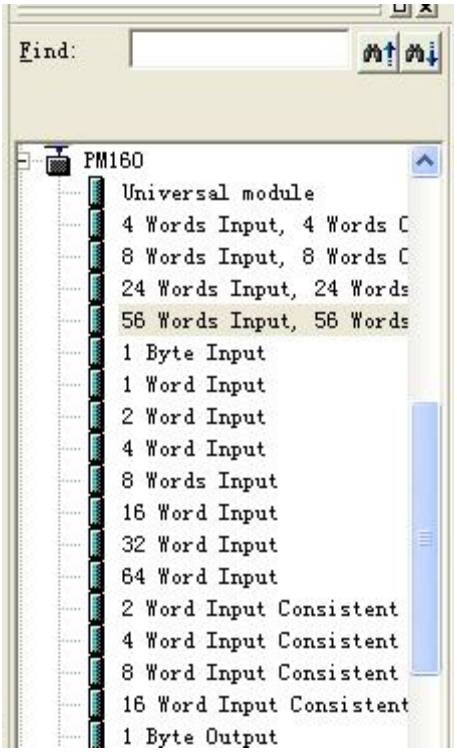

图 6
6. 您可以在这里找到您注册的设备，右侧窗口/PROFIBUS DP/Additional Field Devices/Converter/HPM-610/，如图 6 所示